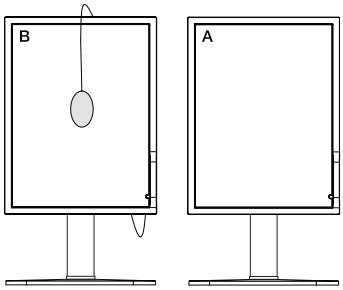

Abbildung C.2
8. Entfernen Sie den optischen USB-Sensor vom Quellmonitor A, und platzieren Sie ihn in der Bildschirmmitte von Monitor B (**Abbildung C.2**).